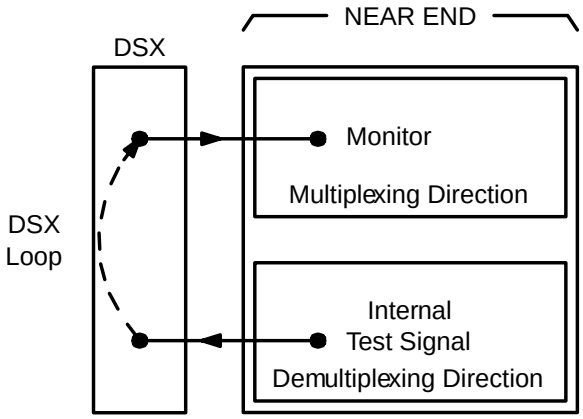

Figure 2. Transmission Test of DS3 Signal in DEMUX Direction
9. See Figure 2. At the near-end DSX-3 cross connection associated with the DDM-2000 being tested, connect a patch cord from the **OUT** jack to the **IN** jack for the DS3 channel to be tested.